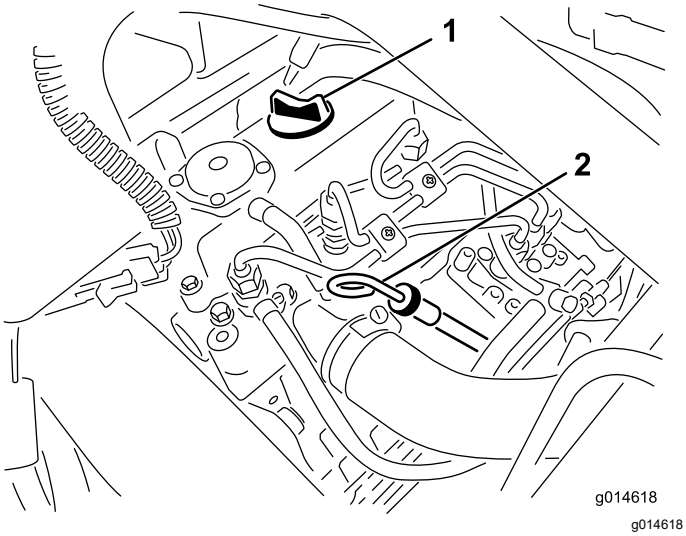

Figur 30
2. Ta ut peilestaven og tørk den med en ren fille (Figur 30).